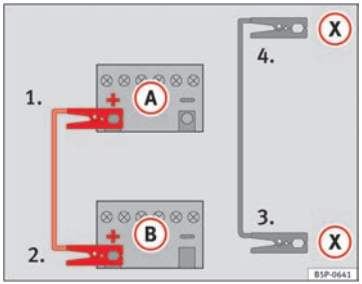

Fig. 163 Diagram of connections for vehicles with Start-Stop system.
– **For vehicles with Start-Stop system:** Connect one end of the *black* jump lead (X) to a suitable ground terminal, a solid piece of metal in the engine block, or to the engine block ⇒ Fig. 163.
5. Connect the other end of the *black* jump lead (X) to a solid metal component bolted to the engine block or to the engine block itself of the vehicle with the flat battery. However, connect it to a point as far as possible from the battery (A).